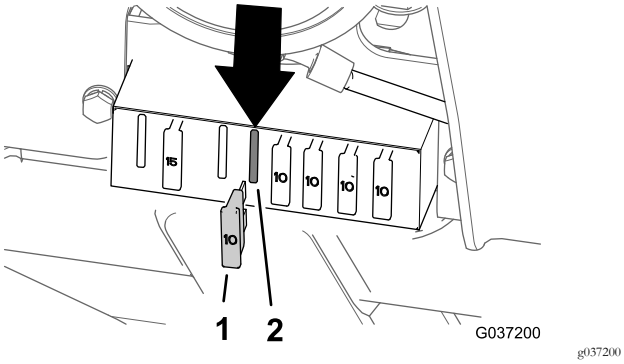

Figure 37
- Model 30651—4th fuse position from the left (Figure 37)